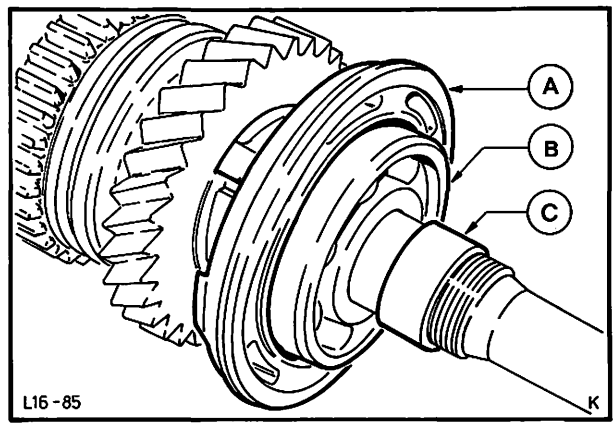

Abb. 102 Kugellager mit Lagerhalter und Abstandsring montieren
30. Kugellagersitz im Lagerhalter mit Mehrzweckfett bestreichen. Kugellager mit Lagerhalter und Abstandsring montieren, Abb. 102.